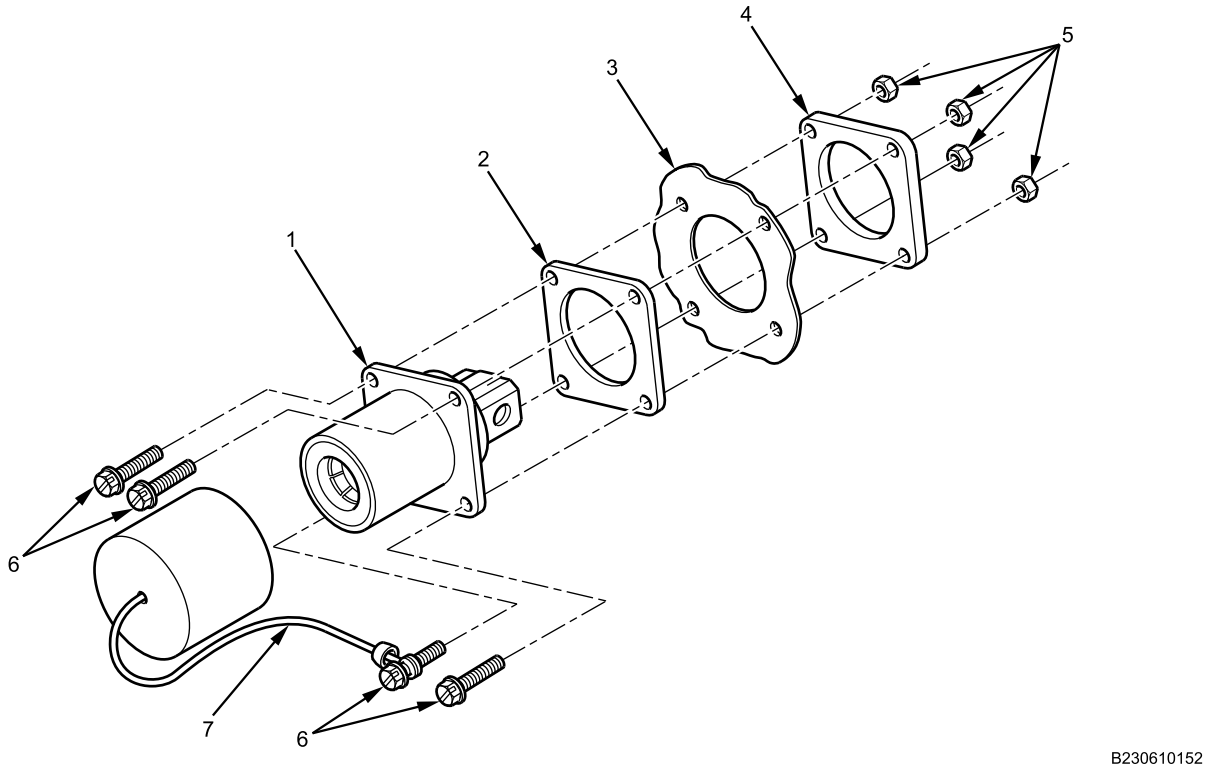

Figure 4. NATO Jump Start Connector Exploded View.
1. Position NATO jump start connector (Figure 4, Item 1) and gasket (Figure 4, Item 2) in stowage box (Figure 4, Item 3).
2. Position NATO jump start connector mounting plate (Figure 4, Item 4) outside stowage box.
3. Install NATO cover lanyard (Figure 4, Item 7) on one retaining bolt (Figure 4, Item 6).
4. Install four bolts (Figure 4, Item 6) and new locknuts (Figure 4, Item 5). Tighten locknuts securely.